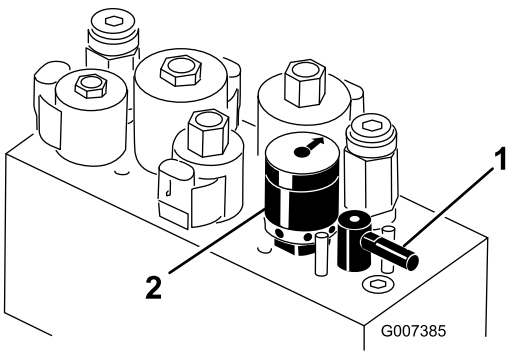

Figura 28
4. Para establecer la velocidad de los molinetes, gire el pomo (Figura 28) hasta que las flechas apunten al número que indique el ajuste deseado.